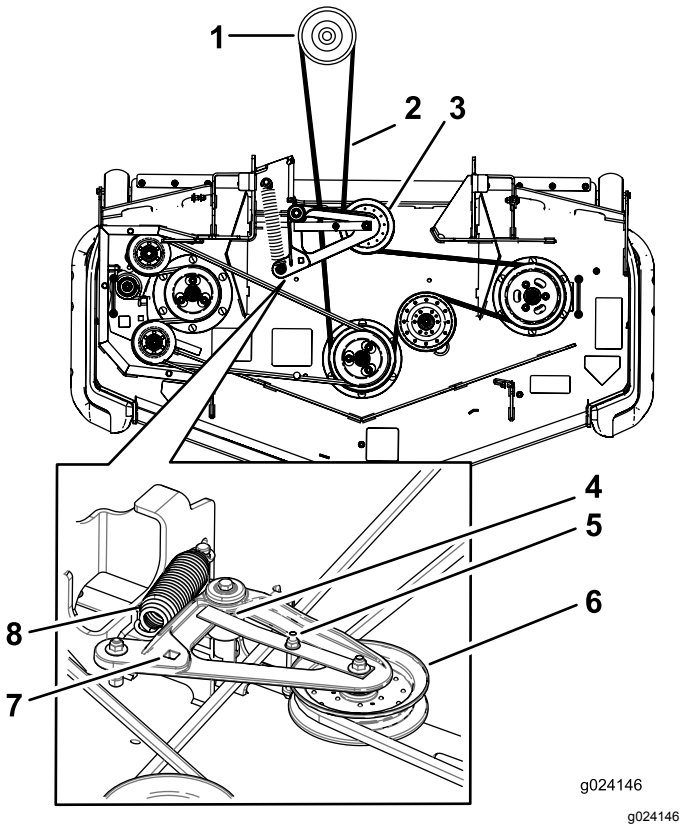

Figuur 97
5. Hef het vloerdeel op en steek een momentsleutel in de vierkante opening in de spanpoelie van het maaidek (Figuur 97).
6. Draai de spanpoelie van het maaidek rechtsom en verwijder de aandrijfriem van het maaidek (Figuur 97).
7. Verwijder de bevestigingsmaterialen aan beide zijden van het maaidek zoals wordt getoond in Figuur 97 en bewaar deze materialen.